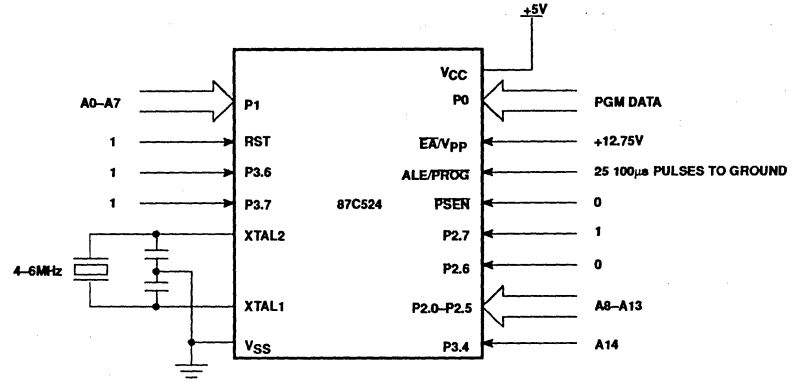
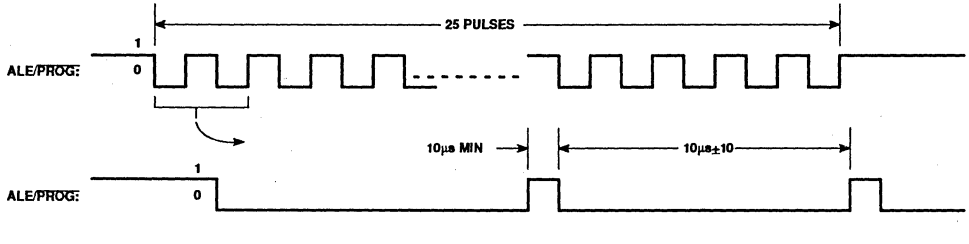
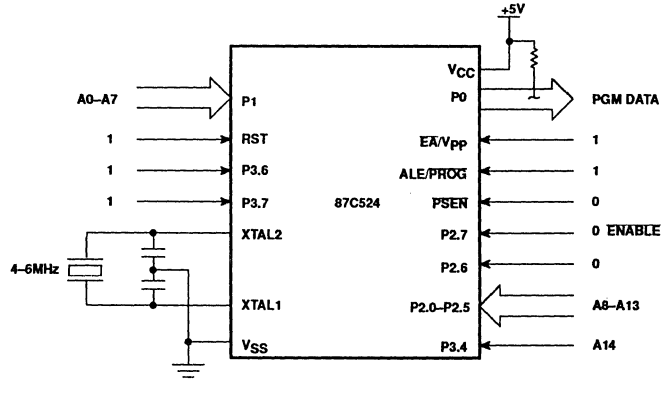

Figure 14. Programming Configuration
Figure 15. PROG Waveform
Figure 16. Program Verification
Table 3 shows the logic levels for reading the signature byte, and for programming the program memory, the encryption table, and the lock bits. The circuit configuration and waveforms for quick-pulse programming are shown in Figures 14 and 15. Figure 16 shows the circuit configuration for normal program memory verification.
The setup for microcontroller quick-pulse programming is shown in Figure 14. Note that the 87C524 is running with a 4 to 6MHz oscillator. The reason the oscillator needs to be running is that the device is executing internal address and program data transfers.
The address of the EPROM location to be programmed is applied to ports 1, 2 and 3, as shown in Figure 14. The code byte to be programmed into that location is applied to port 0. RST, $\overline{PSEN}$ and pins of ports 2 and 3 specified in Table 3 are held at the 'Program Code Data' levels indicated in Table 3. The ALE/$\overline{PROG}$ is pulsed low 25 times as shown in Figure 15.
If lock bit 2 has not been programmed, the on-chip program memory can be read out for program verification. The address of the program memory locations to be read is applied to ports 1, 2 and 3 as shown in Figure 16. The other pins are held at the 'Verify Code Data' levels indicated in Table 3. The contents of the address location will be emitted on port 0. External pull-ups are required on port 0 for this operation.
*FOR PROGRAMMING VERIFICATION SEE FIGURE 14.
FOR VERIFICATION CONDITIONS SEE FIGURE 16.